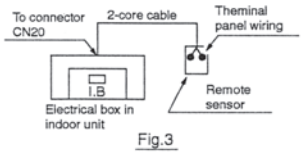

Fig.3
•The wiring connection of the indoor unit's electrical box and remote sensor is an shown in Fig.3. There are three methods of connecting the 2-core cable to the electrical box.